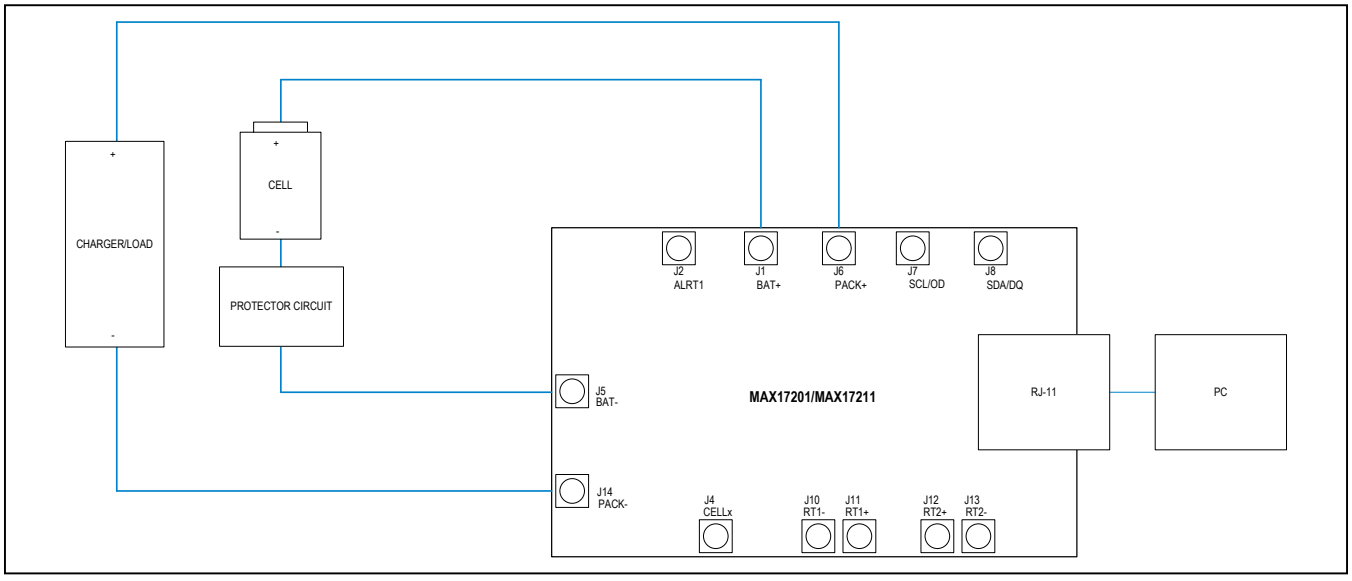

Figure 1. MAX17201/MAX17211 Board Connections
6) Make connections to the EV kit board based on cell pack configuration as shown in the following figures. The load or charger circuit can be connected at this time as well. Figure 1 shows the connections for a 1S cell pack. The cell connects between the BAT- and BAT+ pads and the charger/load connect between the PACK- and PACK+ pads.